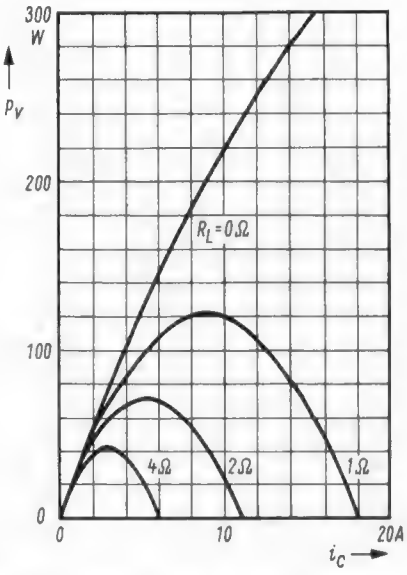
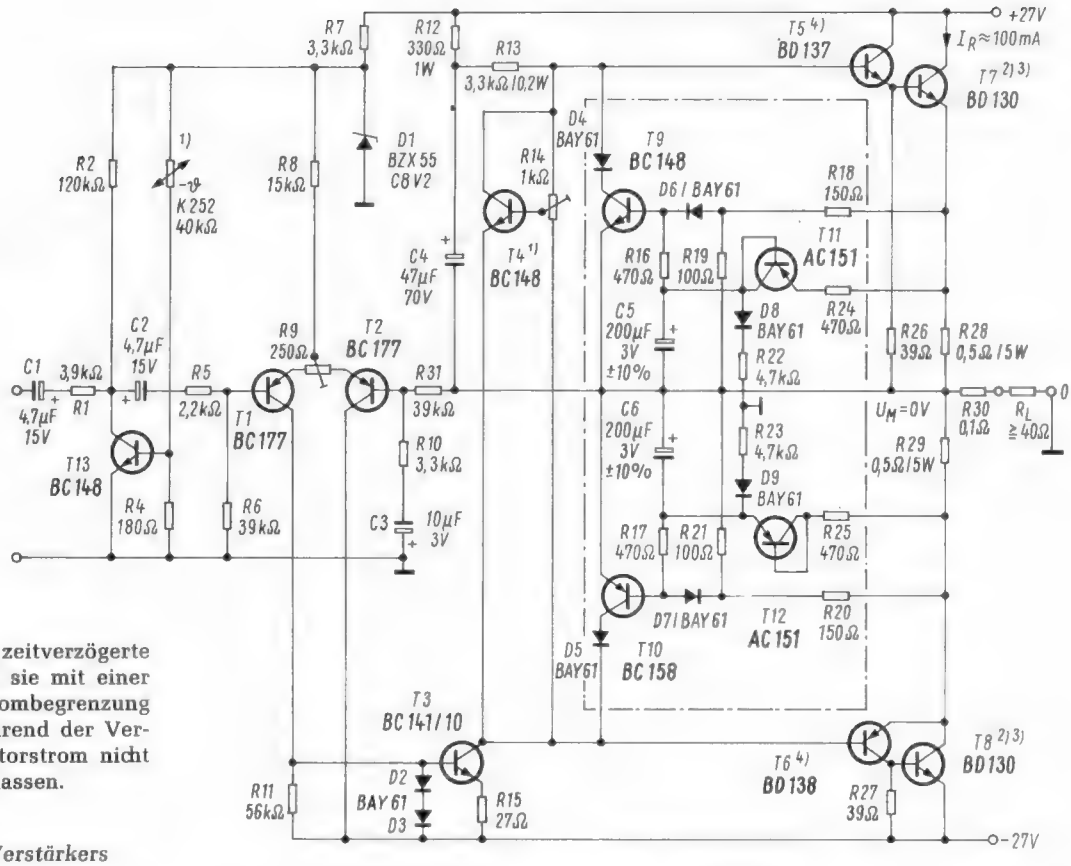

Bild 2. Momentane Verlustleistung in Abhängigkeit vom Kollektorstrom für verschiedene Lastwiderstände, bezogen auf den Verstärker nach Bild 11
Bild 11. Schaltbild des 60-W-Hi-Fi-Verstärkers mit Kurzschluß- und Übertemperatursicherung.
Aus Gleichung (2) geht hervor, daß die Höhe der Verlustleistung neben dem Kollektorstrom von der Größe des Lastwiderstandes abhängig ist. R_E kann meist vernachlässigt werden, da er etwa 0,1 R_L beträgt. Für den 60-W-Verstärker nach Bild 11 wurde die momentane Verlustleistung in Abhängigkeit vom Kollektorstrom bei verschiedenen Lastwiderständen in *Bild 2* gemäß Gleichung (2) aufgetragen.
Der Verstärker *(Bild 11)* wird von zwei symmetrischen Spannungsquellen versorgt, wodurch der Ausgangskoppelkondensator entfällt und der Lastwiderstand galvanisch gekoppelt ist. Am Eingang des Verstärkers befindet sich die Übertemperatursicherung mit dem Transistor T 13. Die Z-Diode zur Stabilisierung des Basisteilers von T 13 dient gleichzeitig zur Emitterstromversorgung der Differenzeingangsstufe T 1 und T 2. Diese Stufe vergleicht über die Widerstände R 6 und R 31 die Spannung zwischen Masse und dem Mittelpunkt der Endstufe und regelt die Mittenspannung auf Nullpotential ein. Über den Lastwiderstand fließt dann kein Gleichstrom. Der Nullabgleich erfolgt mit dem im Emitterkreis der Differenzstufe befindlichen Trimmer R 9. Wird der Ausgang kurzgeschlossen, so kann ein unzulässiger Ausgangsgleichstrom wegen des fehlenden Spannungsabfalles von der Differenzstufe nicht ausgeregelt werden. Der Vorwiderstand R 30 (0,1 Ω) verhindert diesen Betriebsfall. Die Treiber-, Phasenumkehr- und Endstufe sowie die Stabilisierung des Kollektorruhestromes der Endstufe mit dem Transistor T 4 sind ähnlich aufgebaut wie im 18-W-Verstärker. Der umrahmte Teil der Schaltung stellt die Kurzschlußsicherung dar.